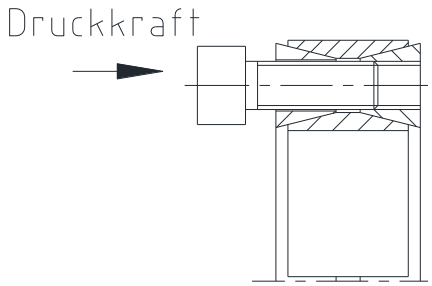

Bild 5: Lösen des hinteren Druckringes
- Entspannt der hintere Druckring nicht selbsttätig, so kann das Lösen durch Druck oder leichte Schläge auf die Schraubenköpfe (siehe Bild 5) erfolgen.